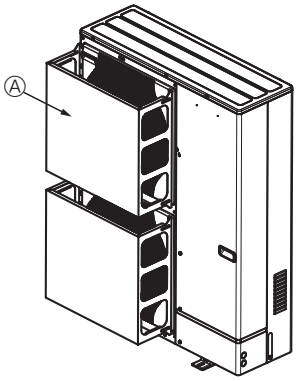

Fig. 1-4
② Install an optional air protect guide if the unit is installed in a location where strong winds from a typhoon, etc. may directly enter the air outlet. (Fig. 1-4)